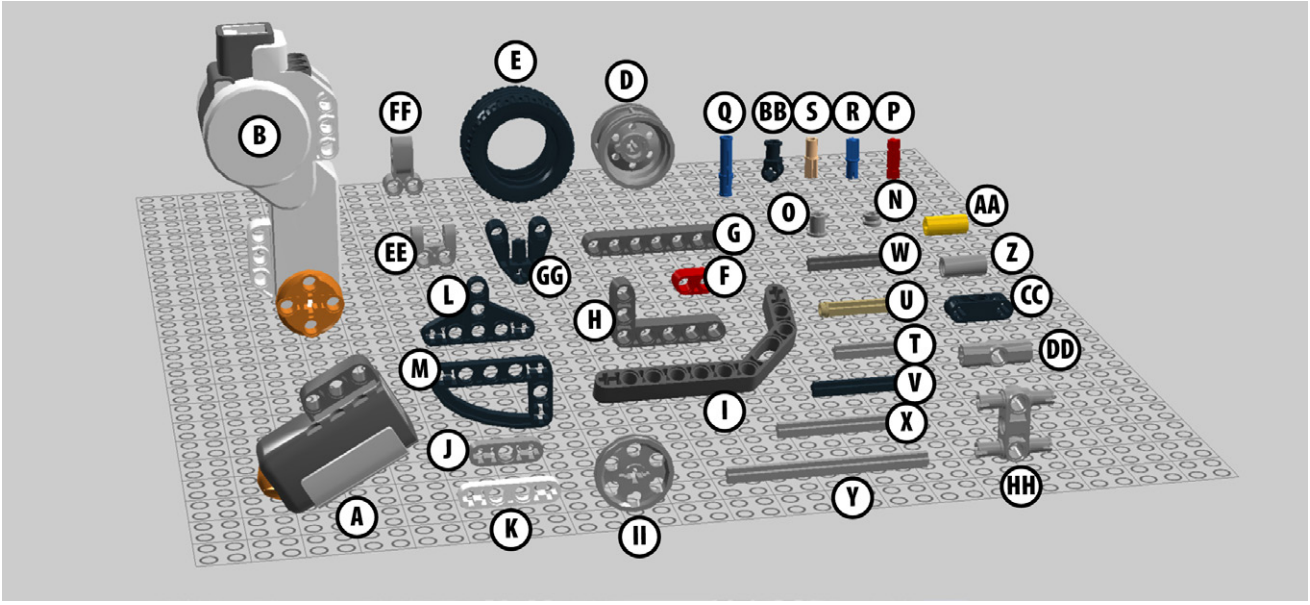

Figure 1-4. *These are the Lego parts you need to build your Drawbot*
We used the following Lego parts (Figure 1-4) to build our Drawbot. Gather together what you need and follow the directions later in this chapter to build your robot.
C. 3 Mindstorms wires (not shown in Figure 1-4)